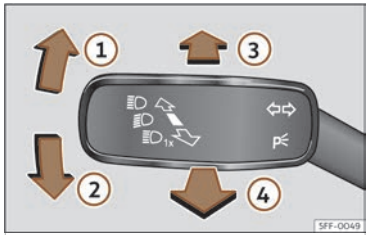

Abb. 79 Blinker- und Fernlichthebel (ausstattungsabhängig).
- Drücken Sie den Blinker- und Fernlichthebel aus der Ausgangsstellung nach vorne ››› (Abb. 79) ③.
- **ODER:** Ziehen Sie bei eingeschaltetem Fernlichtassistenten den Blinker- und Fernlichthebel nach hinten ››› (Abb. 79) ④.